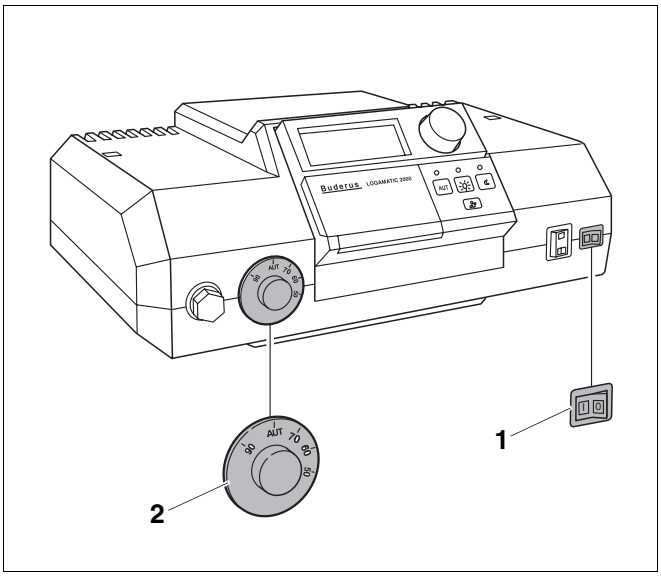
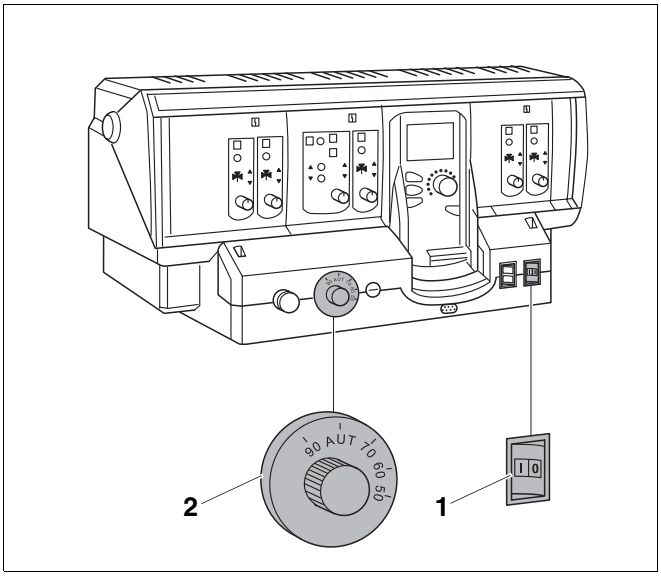

Rys. 27 Sterownik Logamatic 2000
Rys. 28 Sterownik Logamatic 4000
- Ustawić włącznik główny (rys. 27, **poz. 1** wzgl. rys. 28, **poz. 1**) w pozycji "1" (włączony).
- Regulator temperatury wody w kotle (rys. 27, **poz. 2** lub rys. 28, **poz. 2**) ustawić w pozycji "AUT". W przypadku pracy stałotemperaturowej ustawić wymaganą temperaturę (min. 55 °C).